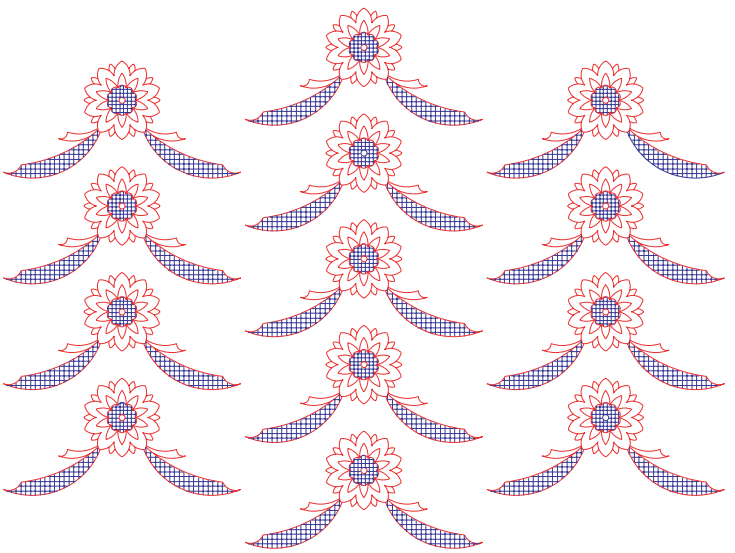

Fig. 10.24 Exercise 1 – original pattern
1. Fig. 10.24 shows a pattern formed by inserting an **external reference** and then copying or arraying the **external reference**.